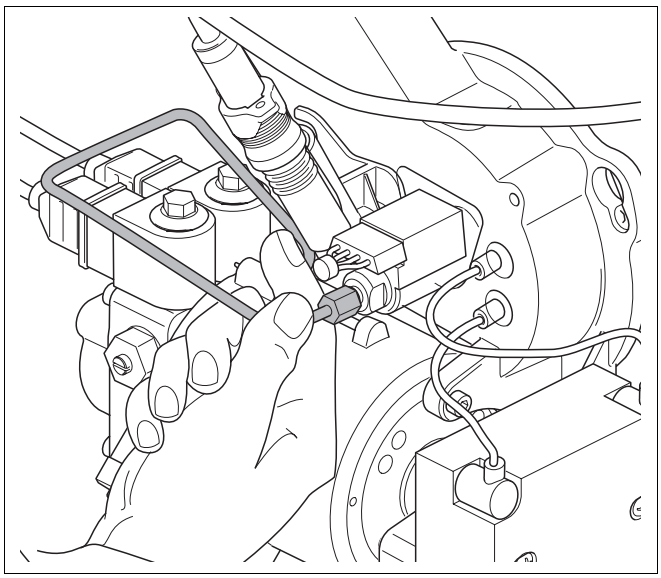

Abb. 65 Ölleitung herausziehen
- Ölzuleitung (Abb. 65) in der gezeigten Weise ca. 5 mm herausziehen